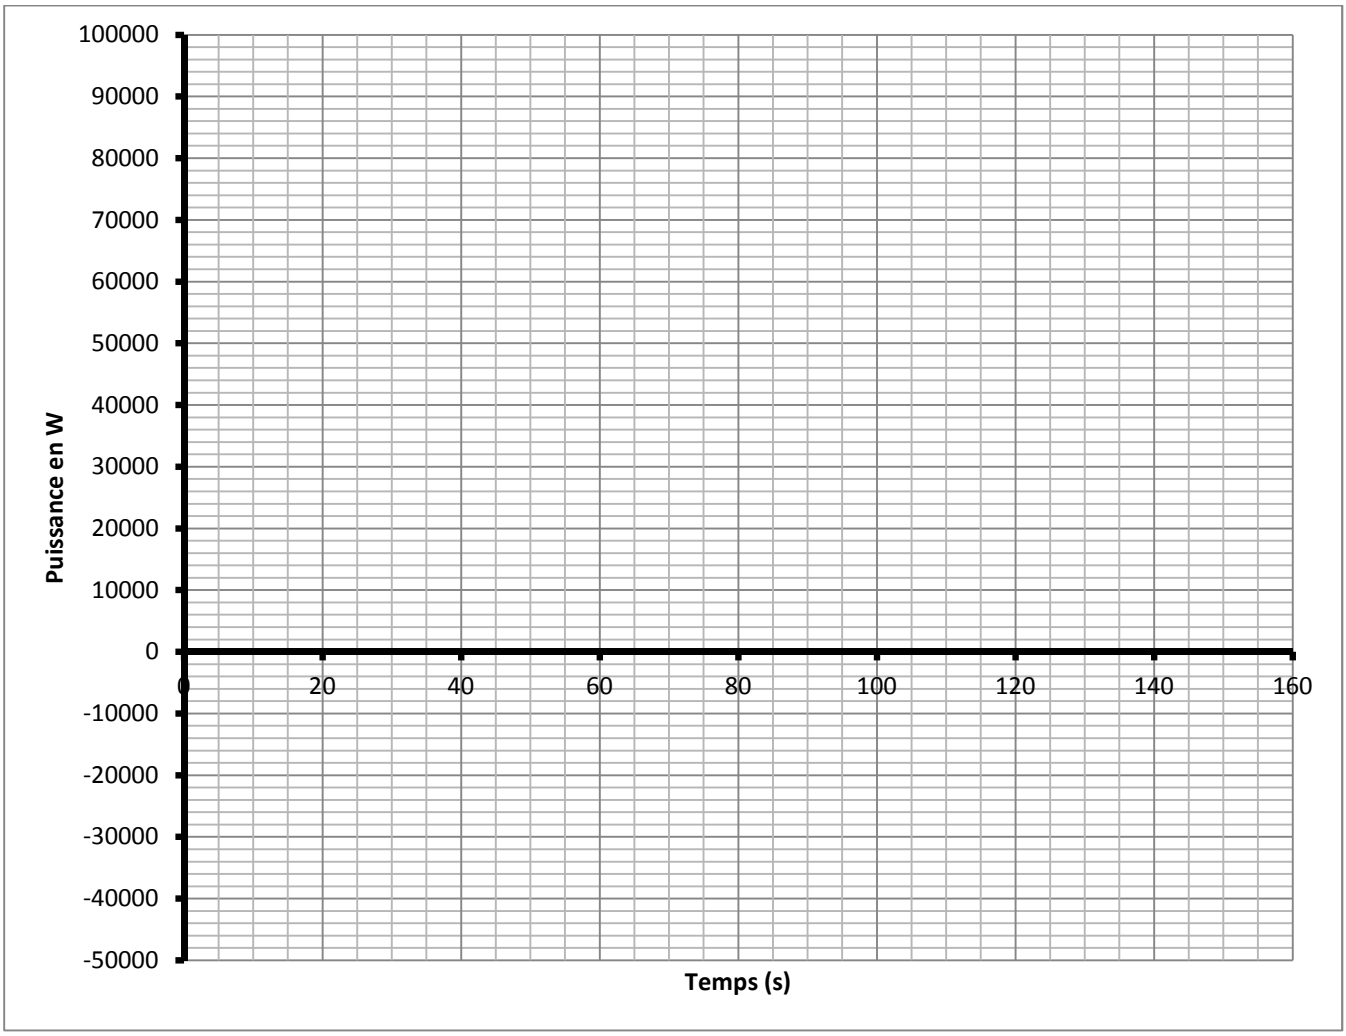

Figure 3: P_{BAT} et P_{ROUE}
3.1 Calculer pour les différentes phases la puissance à la roue P_{ROUE} et la puissance batterie P_{BAT} au début et à la fin de chaque phase. Reporter graphiquement les résultats sur le document réponse (Figure 3).